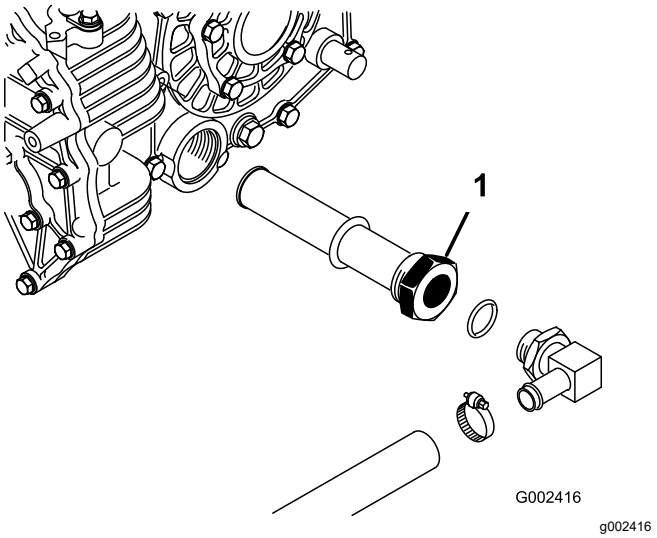

**図 71**
5. タンク側面のストレーナについている油圧ホースと90°フィッティングの向きを確認記憶する図 71。